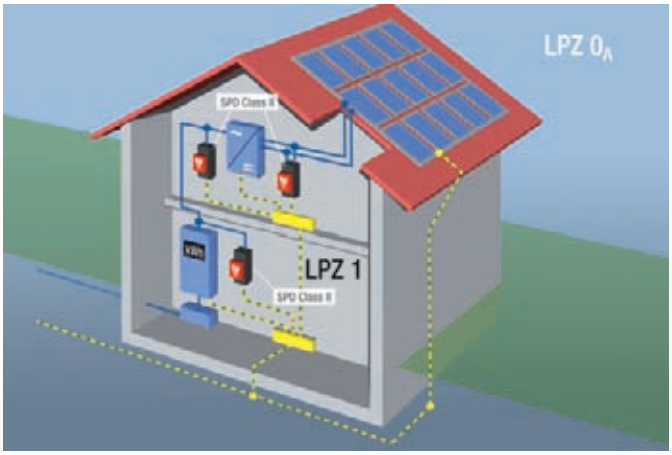

**Figure 1: Schematic diagram from standard IEC 60364-7-712:2002**
The photovoltaic (PV) is an elementary pillar of power generation in the field of renewable or rather regenerative energy. That does not just apply to Germany; Southern Europe and North America are equally important export markets. For the installation of photovoltaic systems the standard standard IEC 60364-7-712:2002 [1] has been applicable since June 2006. This is a harmonised European standard, which means it is a HD document. Its transitional period ended on 1st March 2008; as a consequence the standard is in force and must be applied. This standard contains information relating to overvoltage protective devices and lightning protection. It does not explicitly require surge voltage protection; however, it is recommended (Figure 1). Equally, the standard points out that when lightning protection is deployed the PV system must be protected by an isolated air-termination system – and the separation distance must be maintained.